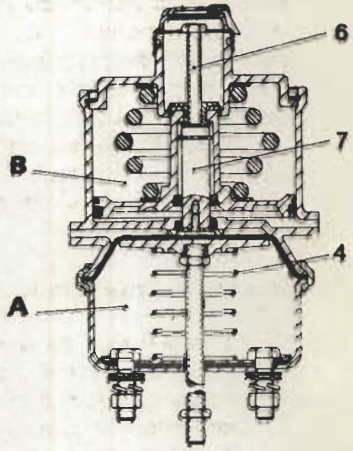

Fig. 11.11. - Desfrenado mecánico de emergencia
— **Desfrenado mecánico de emergencia** (fig. 11.11). — En el caso de que el vehículo quede frenado por falta de presión en el cuerpo (B), se podrá desplazar el vehículo si se afloja el tornillo (6), con lo que retrocederá el manguito (7) por acción del muelle (4), quedando las zapatas en reposo.